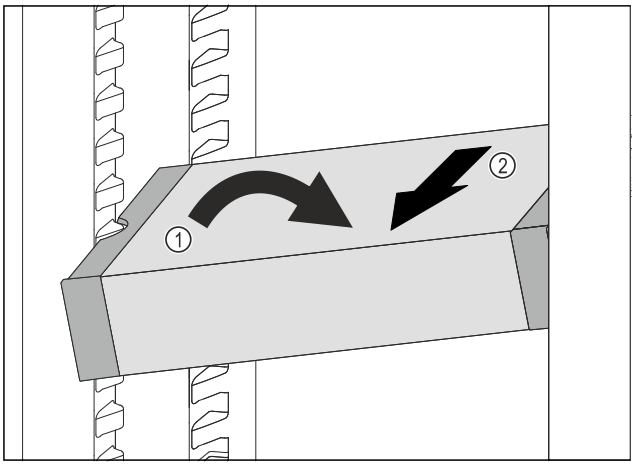

Fig. 120
- ▶ Coloque el VarioSafe en el compartimento del frigorífico en posición oblicua. *Fig. 120 (1)*
- ▶ Extraiga el VarioSafe hacia delante. *Fig. 120 (2)*